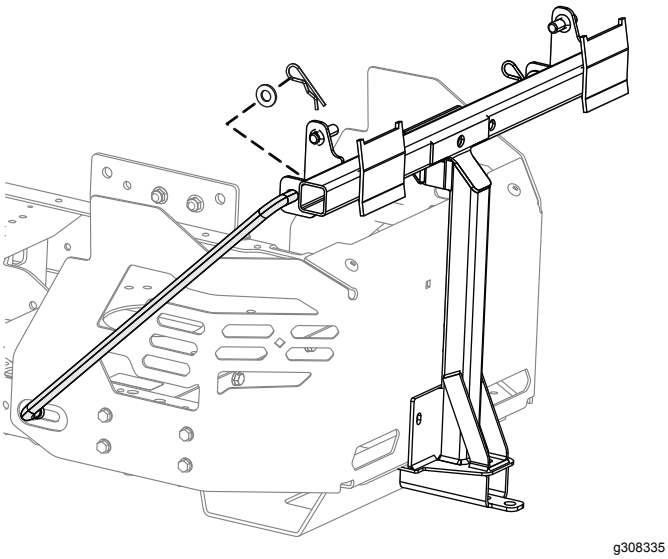

Bild 17
7. Setzen Sie das gebogene, flache Ende einer Stange in den verkeilten Schlitz an der linken Seite des Maschinenrahmens ein und bewegen die Stange nach hinten, damit sie im Rahmen sitzt (Bild 17).
8. Setzen Sie die gebogenen Enden der Stangen in die Anbaugerätbefestigung ein, wie in Bild 17 abgebildet, und befestigen Sie das Ende jeder Stange mit einer Scheibe und einem Splint.